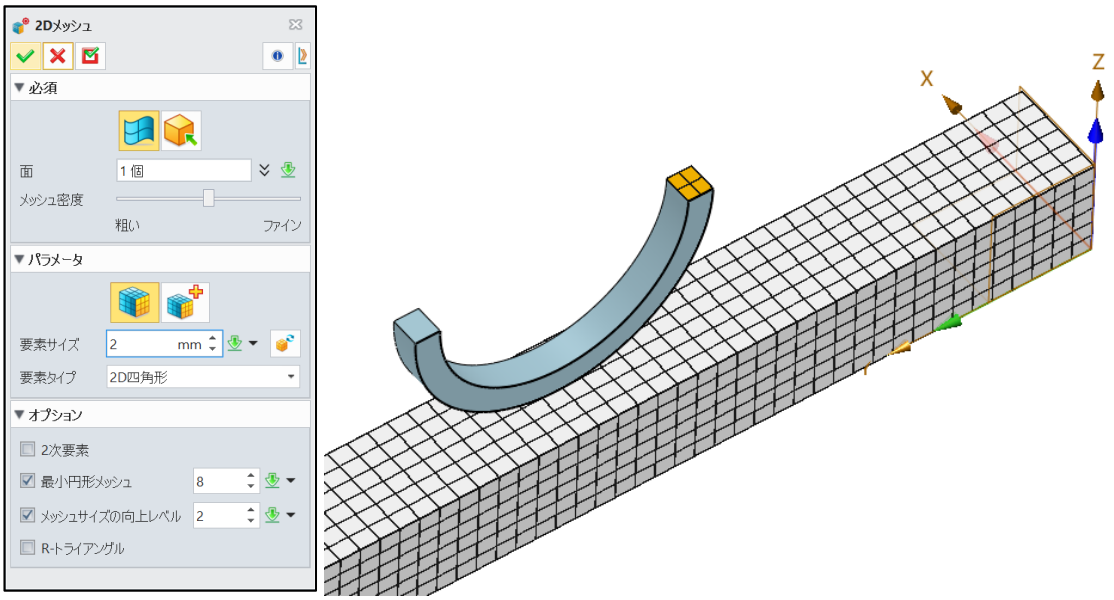

図 11　2D メッシュ
STEP 01 [2D メッシュ] をクリックします。[面] でハーフリングの端面を選択し、[要素サイズ] を 2 [mm] とします。[要素タイプ] で [2D 四角形] を選択し、[2 次要素] のチェックを外します。その他パラメータの設定は図 11 の通りとします。